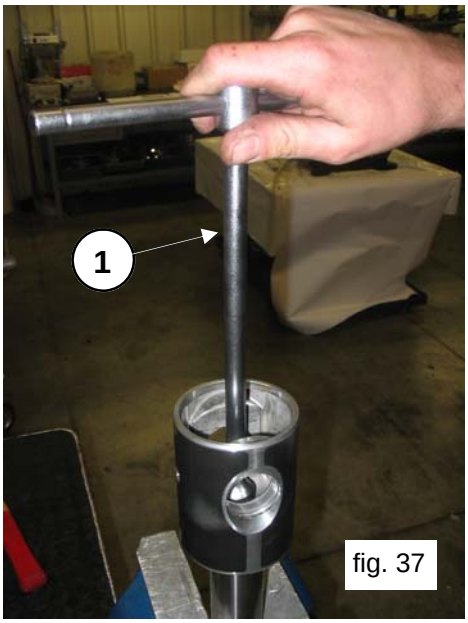

fig. 37
To separate the rod from the piston guide, unfasten the M10 hexagonal–head screws using a size 17 socket wrench (pos.①, fig.37).